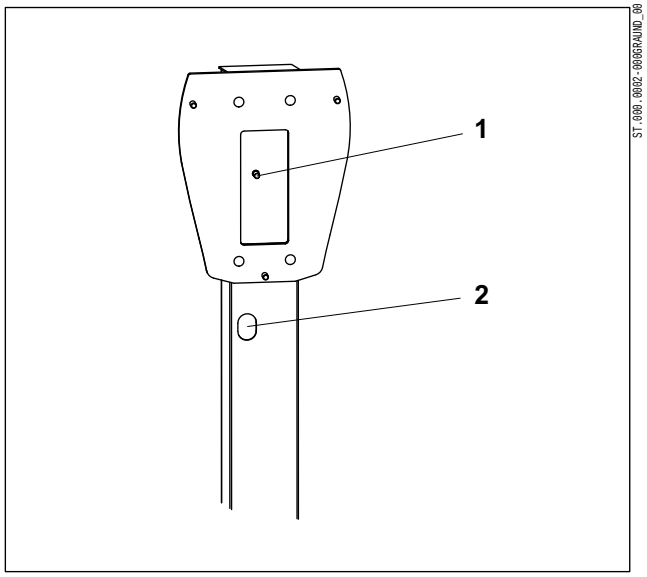

Abb. 3 Erdungspunkt der Stele
5. Befestigen Sie eine Durchführungstülle (Beipack) an der Kabelausführungsöffnung (Abb. 3/2).
8. Schließen Sie den Schutzpotenzialausgleich am Erdungsbolzen (Abb. 3/1) der Stele an.